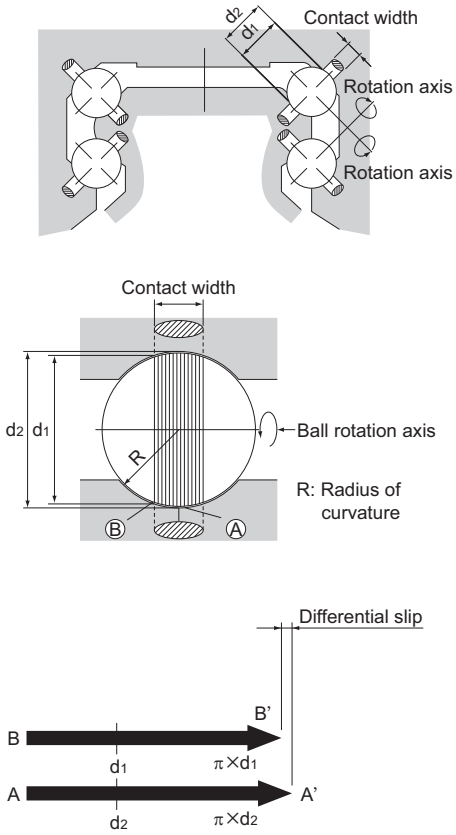
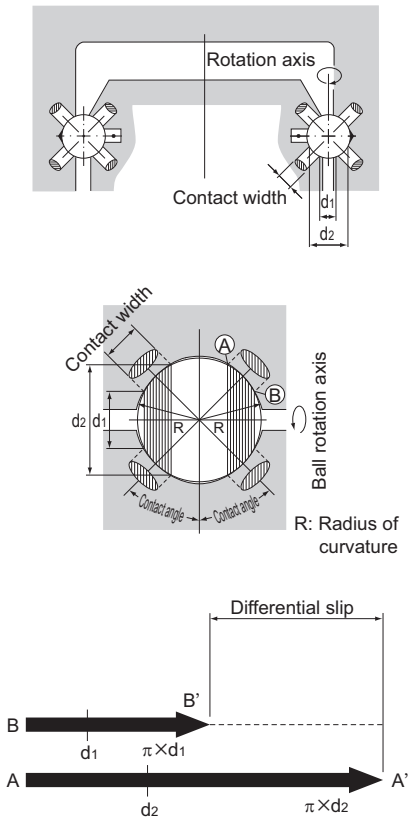

Fig. 12
Fig. 13
As indicated in Fig. 12 and Fig. 13, when the ball rotates one revolution, the ball slips by the difference between the circumference of the diameter of inner surface (πd_1) and that of the outer contact diameter (πd_2). (This slip is called differential slip.) If the difference is large, the ball rotates while slipping, the friction coefficient increases more than 10 times and the friction resistance steeply increases.
Since the balls contact the raceway at two points in the load direction as shown in Fig. 12 and Fig. 13 on B**1-19** whether under preload or normal load, the difference between d_1 and d_2 is small, as is the differential slip, allowing a smooth rolling motion.	The difference between d_1 and d_2 in the contact area is large as shown in Fig. 12 and Fig. 13 on B**1-19**. Therefore, if any of the following occurs, the ball will generate differential slip, causing friction almost as large as sliding resistance and shortening the service as a result of abnormal friction. (1) A preload is applied (2) A lateral load is applied. (3) If two or more rails are mounted and they are not properly aligned (4) If spinning occurs